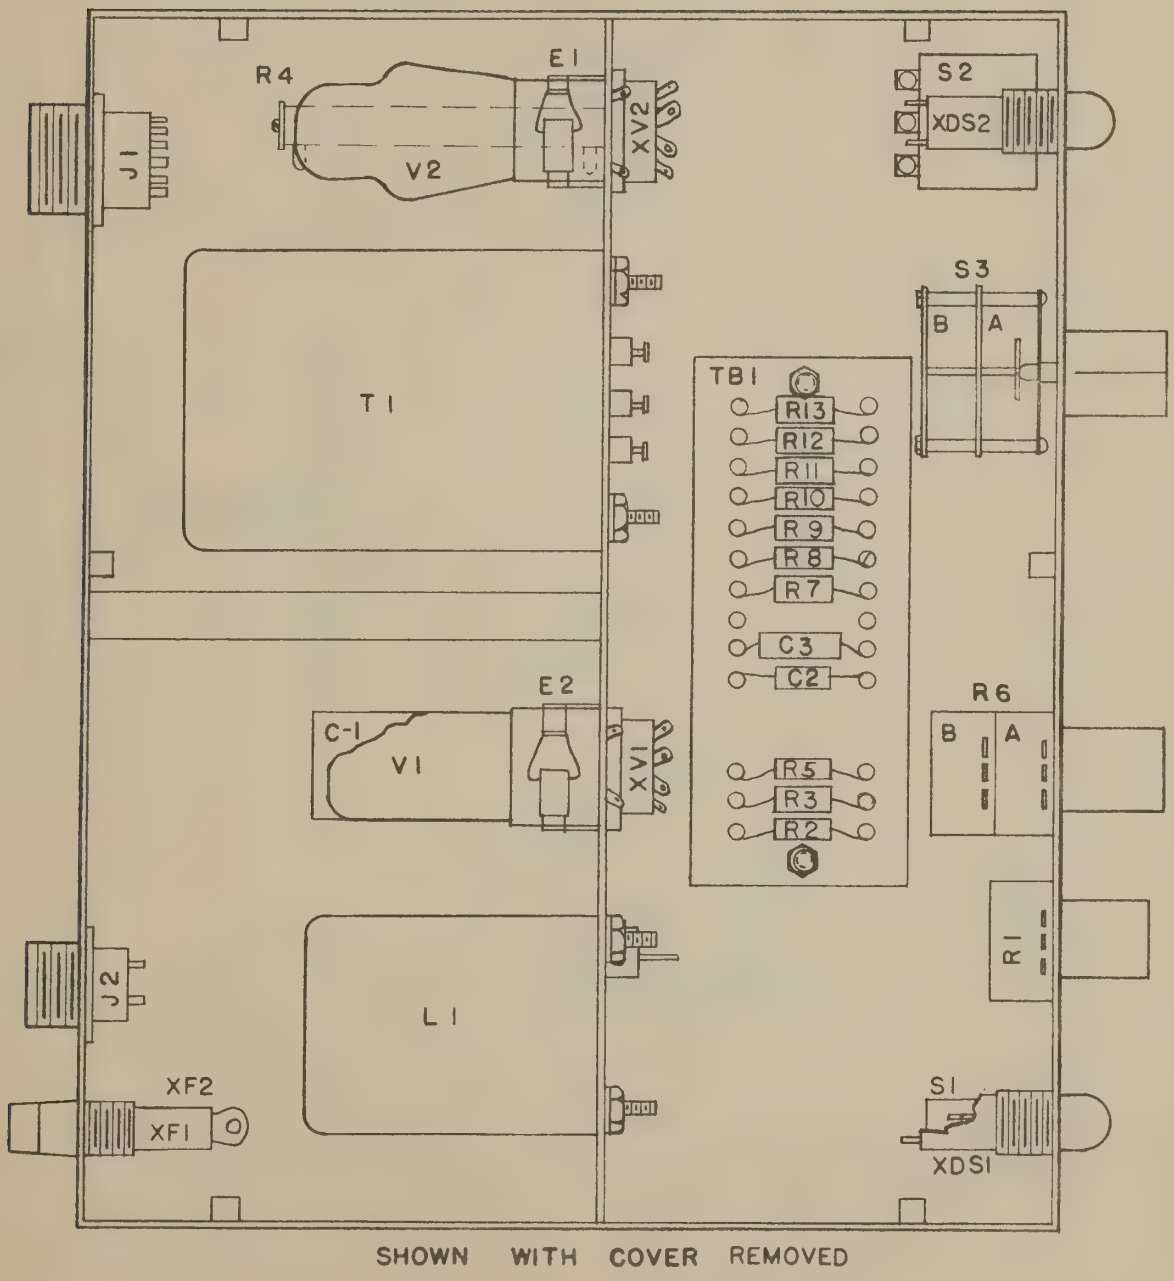

Figure 6-2. Antenna Control Unit C-2536A/SRA-17.
b. REPAIR OF ANTENNA CONTROL UNIT.–Loosen all screws securing cover of unit. (fig. 6-2)